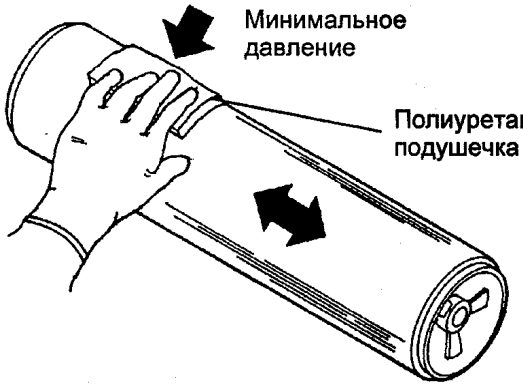

Рис. 2 Полировка барабана
9. (Рис. 2): Отполируйте барабан.